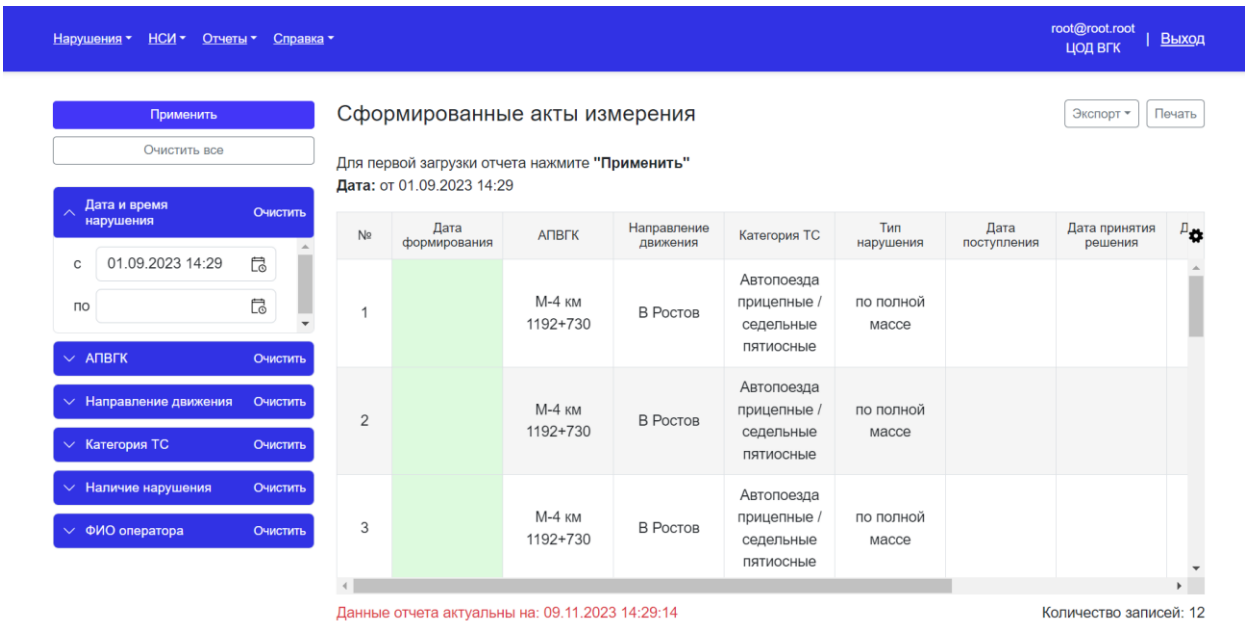

Рисунок 235 - Отчет «Список проездов с нарушениями»
5. При нажатии на кнопку «Применить» производится фильтрация журнала по установленным параметрам (Рисунок 235);